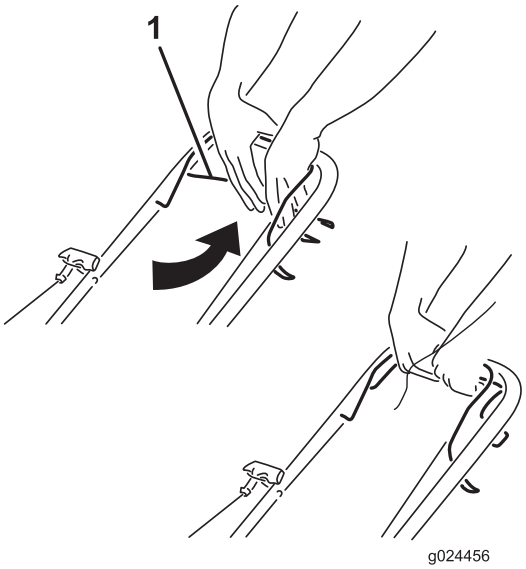

Figura 14
- **Per inserire la trazione automatica:** tenete premuta la barra della trazione automatica contro la stegola (Figura 14).